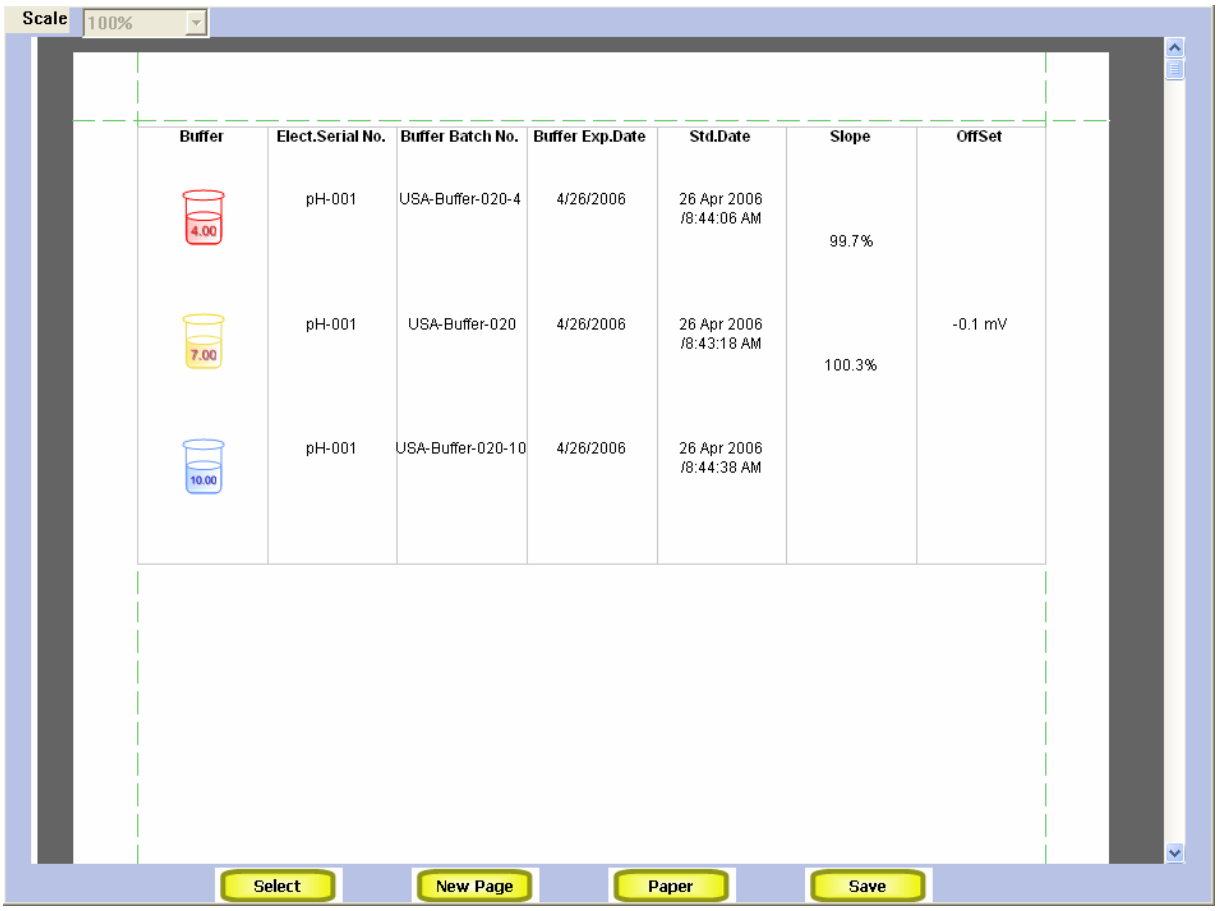

Figure 42 : Standardization data added as a block
6. Click **OK** to add the selected data to the report. The selected standardization data is added as a block of data. (Figure 42) You may format the look and feel of this block, if required.